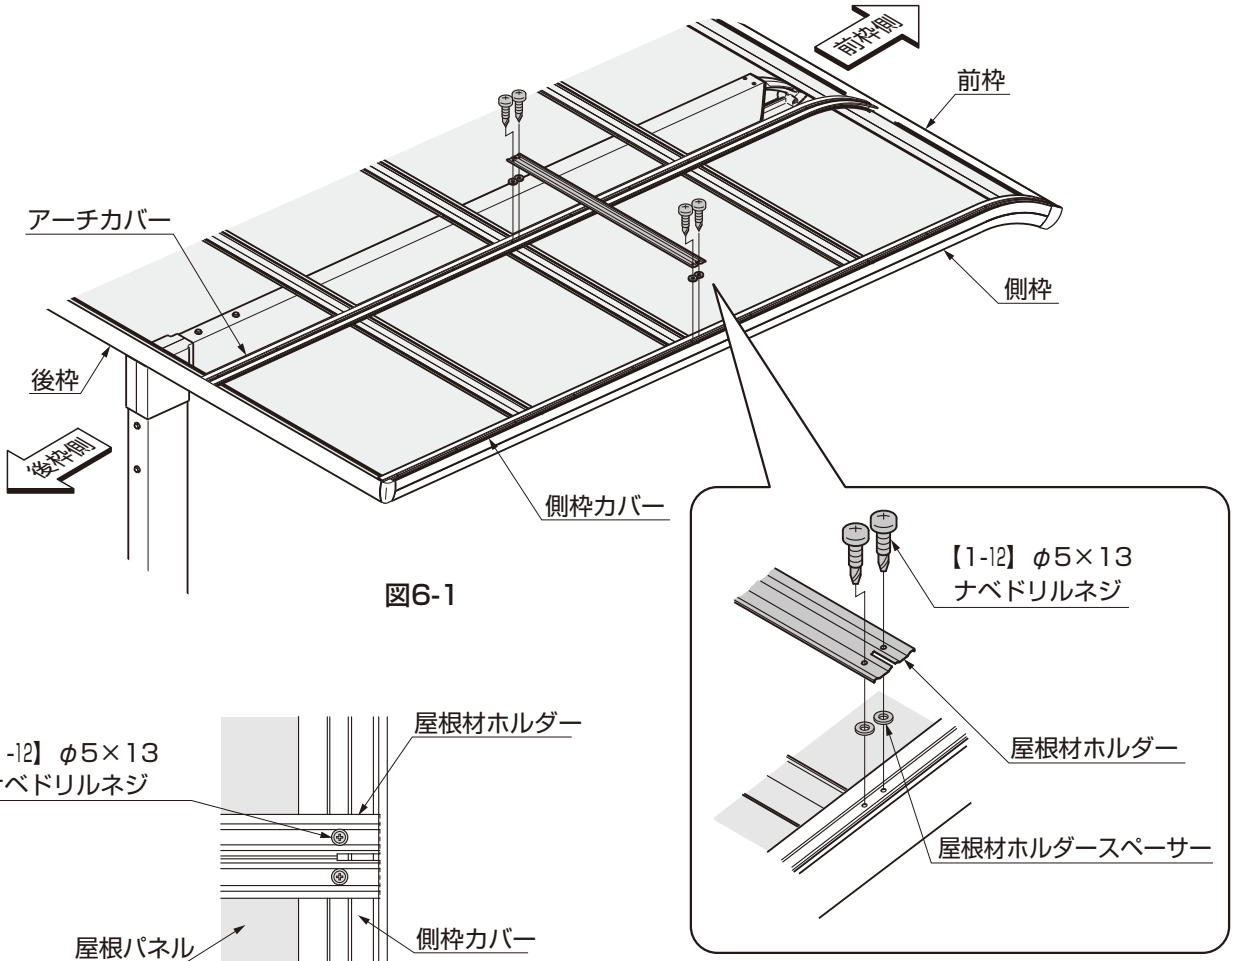
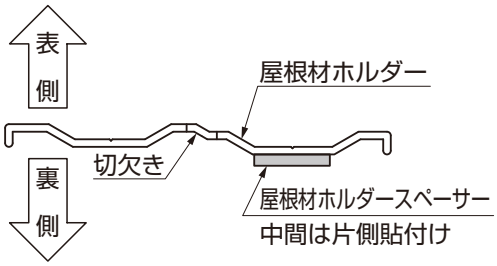

図6-1
図6-3　屋根材ホルダー断面図
①屋根材ホルダーを後枠側から数えて2本目の母屋の真上の位置に【1-12】で取付けてください。(図6-1参照)
②サポートと併用する場合は、後枠から数えて1本目の母屋の真上の位置に取付けてください。
(端部：図6-1、中間：図6-3参照)